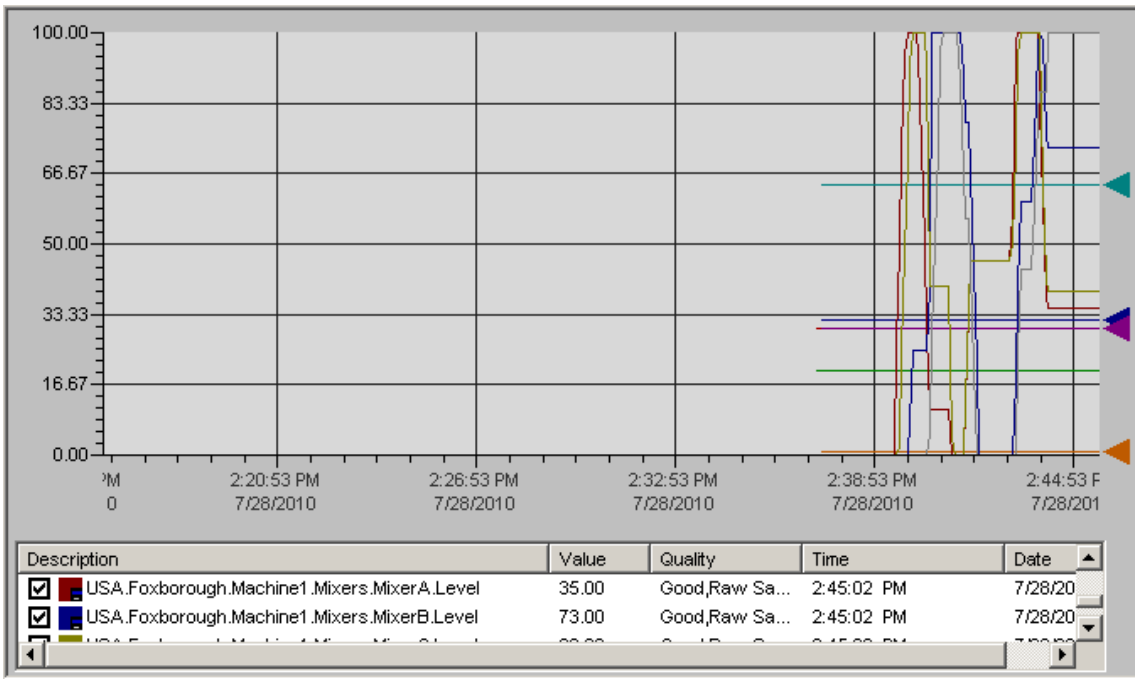

Figure L11.11 - Trend Viewer Display in Runtime
1. Click on the "Runtime" menu to start runtime mode and look at the historical data, as depicted in Figure L11.11.